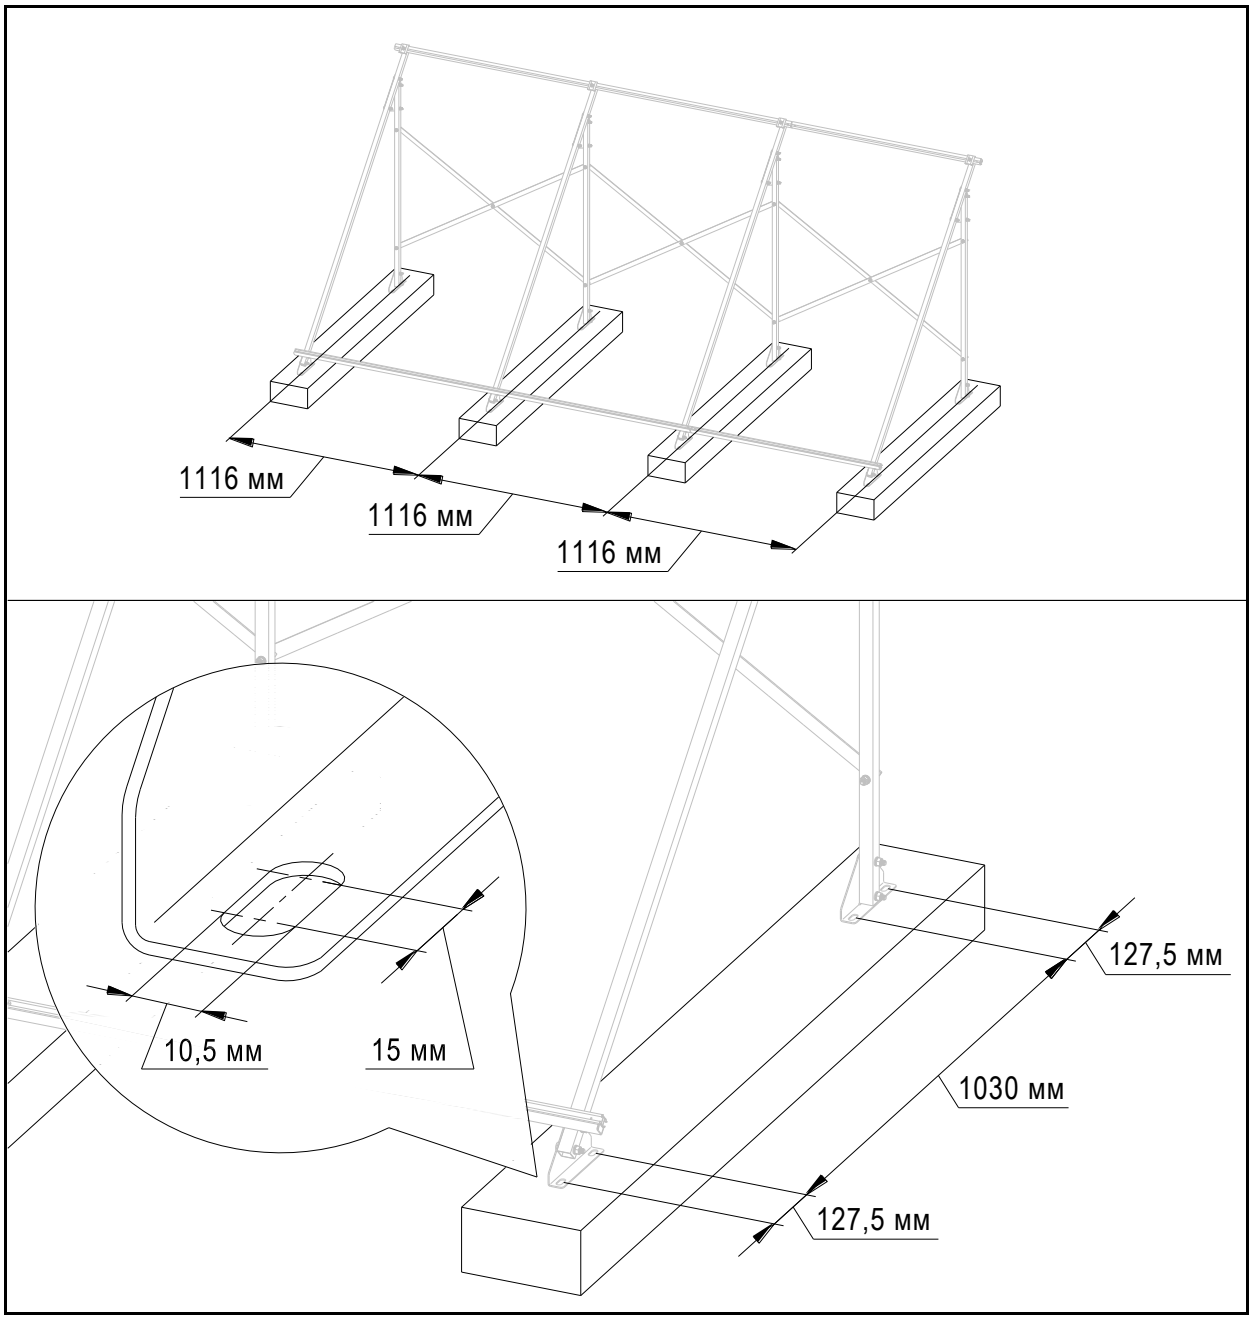

Рис. 20 Размеры между точками крепления
1) подготовить основание из бетонных блоков с учетом размеров между точками крепления рамы, указанных на рис. 20;